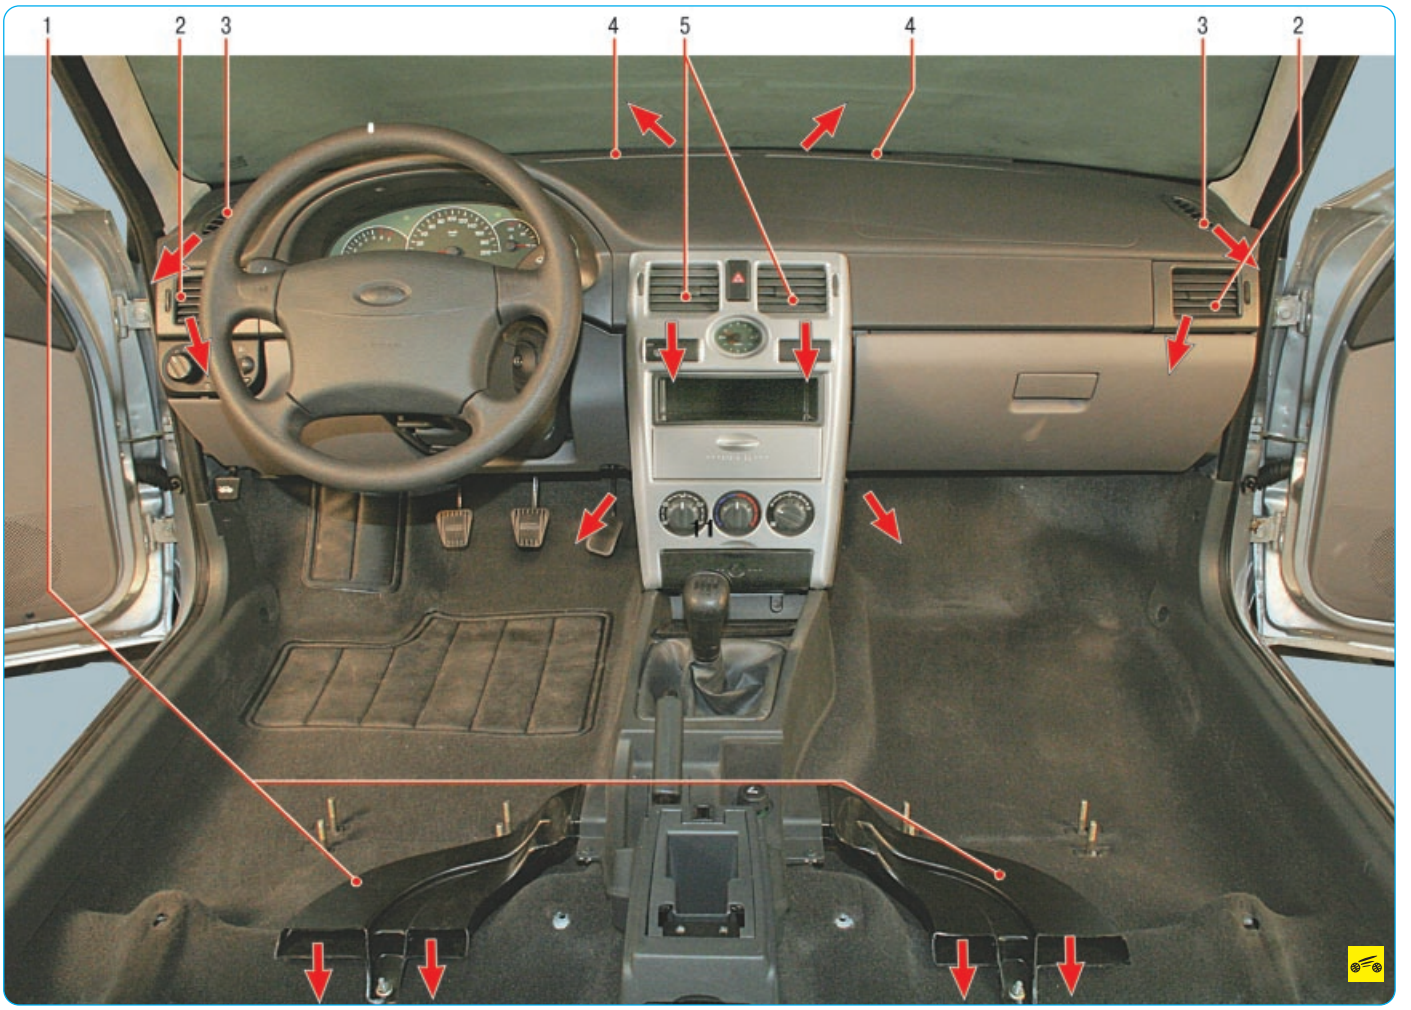

Рис. 1.8. Органы распределения потоков воздуха
Расположение органов распределения потоков воздуха показано на рис. 1.8, расположение органов управления отоплением и вентиляцией – на рис. 1.9.
4. Откройте боковые 2 (см. рис. 1.8) и центральные 5 сопла.